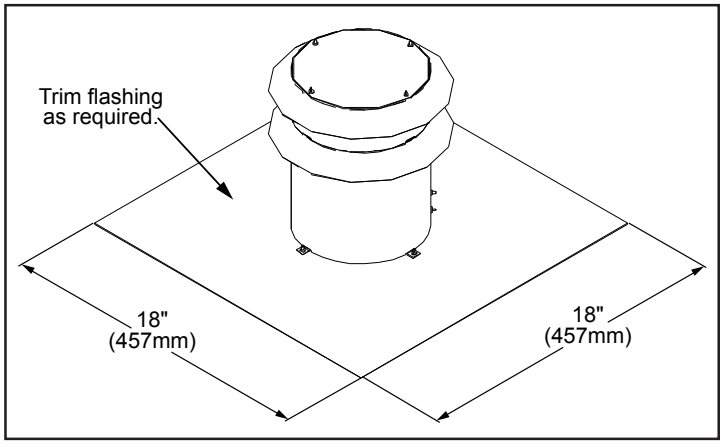

**Figure 18: Generic Vent Cap Dimensions.**
4. Most vent caps can be installed onto chimneys with flue openings up to 16" (406mm) x 16" (406mm) and the actual flashing is 18"x18" (refer to Figure 18). If the chimney is smaller the cap should be trimmed down and folded over.
5. Apply a bead of stove cement sealant to the top section of the Ø3" (76mm) exhaust vent collar plate. Slide the Ø3" (76mm) flex vent over the flue collar and secure with three (3) sheet metal screws evenly spaced.
6. Place a bead of high temperature silicone on the intake collar of the fireplace, slide the Ø3" (76mm) flex intake liner over the collar, secure the flex liner with three (3) sheet metal screws evenly spaced.
7. At the top of the chimney, apply a bead of stove cement sealant to the Ø3" (76mm) pipe of the exhaust vent terminal (refer to Figure 18). Slide the flex liner onto the vent terminal and secure with three (3) sheet metal screws evenly spaced.
8. Place a bead of high temperature silicone on the intake collar of the vent terminal (refer to Figure 18). Slide the Ø3" (76mm) flex intake liner over the collar, secure the flex liner with three (3) sheet metal screws evenly spaced.